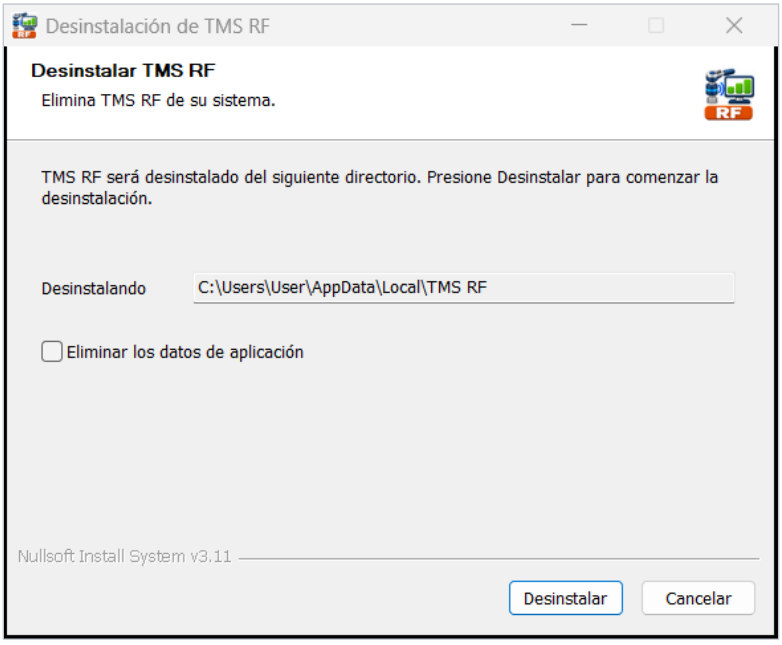

Figura 17-2 Desinstalar TMS RF
4. Aparece la ventana «Desinstalar TMS RF» (Figura 17-2). Para conservar los datos, no marque «Eliminar los datos de aplicación».